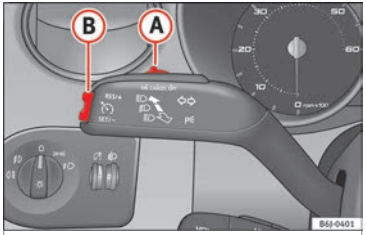

Fig. 148 Turn signal and main beam headlight lever: switch and rocker switch for the cruise control.
– Press the lower part **SET** of the rocker switch ››› Fig. 148 (B) once briefly when you have reached the speed you wish to set.
– Press the upper part **RES** of the rocker switch ››› Fig. 148 (B) to increase the speed. The vehicle will continue to accelerate as long as you keep the rocker switch pressed. When you release the switch, the new speed is stored.
– Press the lower part of the rocker switch **SET–** ››› Fig. 148 (B) to reduce the speed. The vehicle will automatically reduce its speed for as long as you keep the switch pressed. When you release the switch, the new speed is stored.
Cruise control is switched off if you reduce speed by depressing the brake pedal. Reactivate the control by pressing once on the upper part of the rocker switch **RES+** ››› Fig. 148 (B).